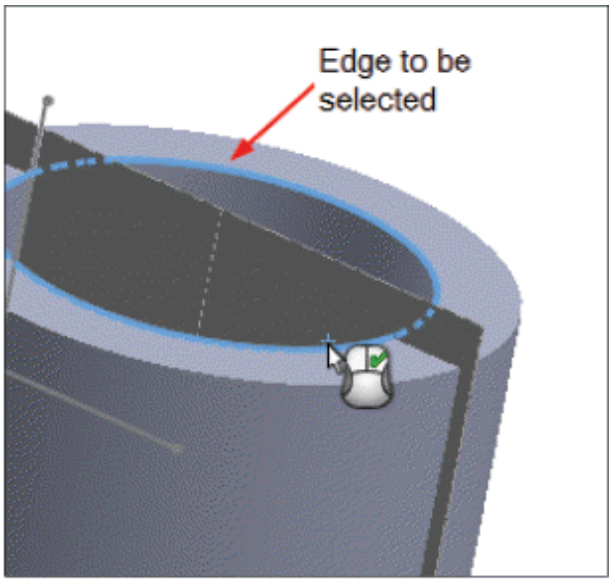

Figure-56. Edge to be selected
- Click on the **Finish Z** button to specify the depth to which the material is to be removed from the face and then select the edge of the model up to which you want the material to be removed from the stock; refer to Figure-56.